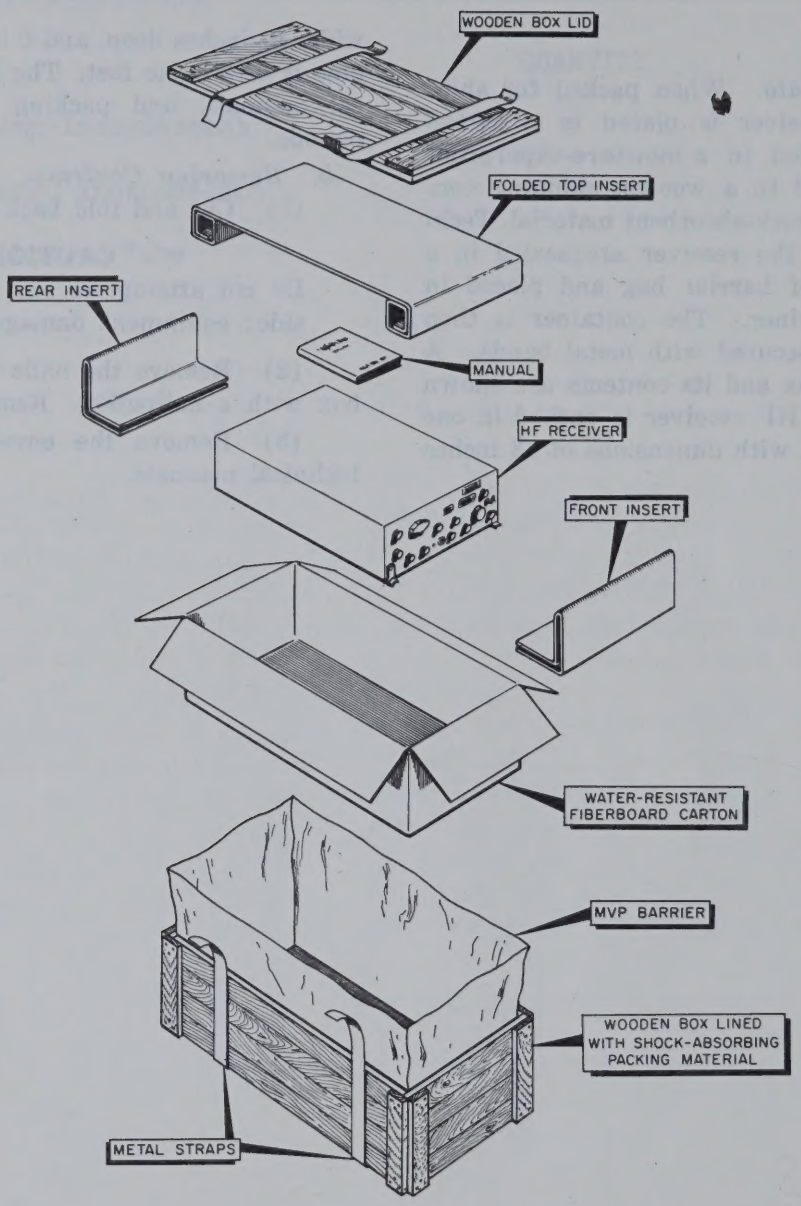

Figure 2-1. Typical packaging diagram.
a. Packaging Data. When packed for shipment, the HF receiver is placed in a carton which is then sealed in a moisture-vaporproof barrier and packed in a wooden shipping container lined with shock-absorbent material. Technical manuals for the receiver are sealed in a moisture-vaporproof barrier bag and placed in the shipping container. The container is then nailed closed and secured with metal bands. A typical shipping box and its contents are shown in figure 2-1. The HF receiver is packed in one shipping container, with dimensions of 13 inches wide, 19 inches deep, and 6 inches high. Its volume is 0.75 cubic feet. The HF receiver, technical manuals, and packing material weigh 26 pounds.
(1) Cut and fold back the metal bands.